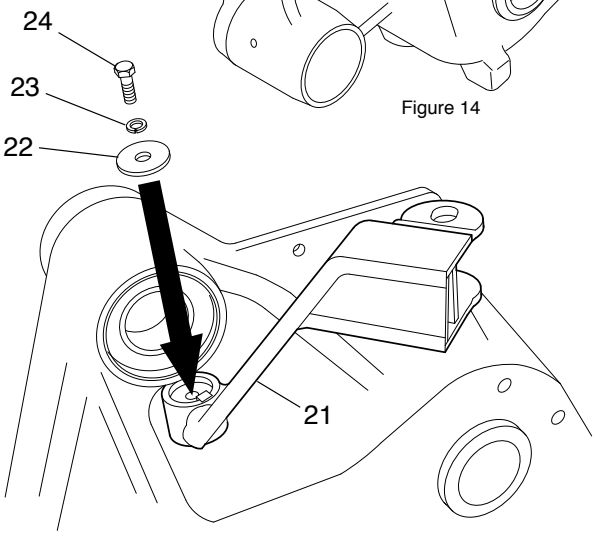

Figure 15
Secure the direction arm (item 21) to the shaft using a flat washer F4120873 (item 22), a lock washer (item 23) and a bolt (item 24) as shown in figure 15. DO NOT tighten at this moment.